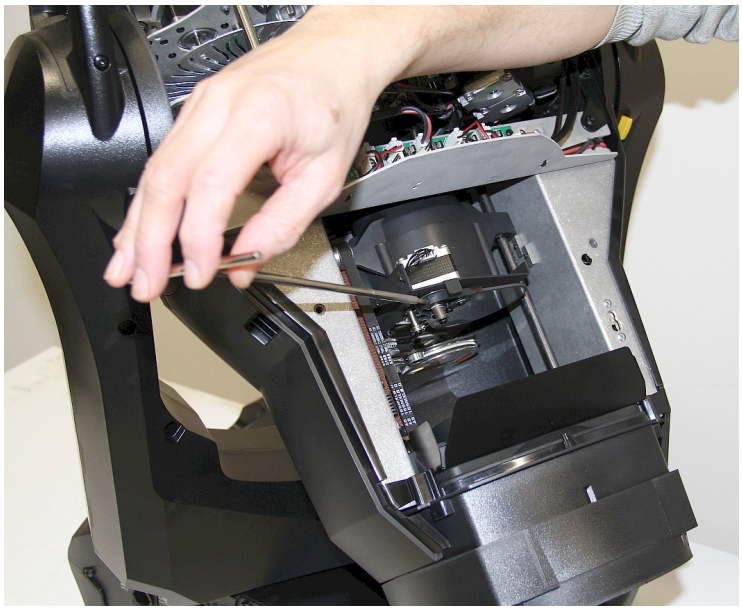

Figure 27: Libérer le frost de son axe moteur
4. Voir Figure 27. Avec une clé Allen de 2 mm, dévissez la vis sans tête située derrière le filtre pour le désolidariser de son axe moteur.